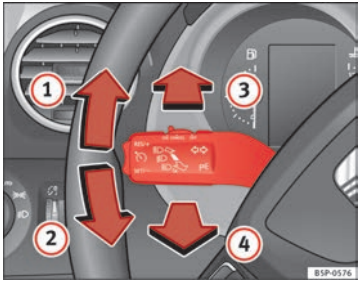

Abb. 75 Blinker- und Fernlichthebel
– Drücken Sie den Hebel bis zum Anschlag nach oben ⇒Abb. 75 (1), um **rechts** zu blinken bzw. nach unten (2), um **links** zu blinken.
– Drücken Sie den Hebel bei eingeschaltetem Abblendlicht nach vorne ⇒Abb. 75 (3), um das Fernlicht einzuschalten.
– Drücken Sie den Hebel zum Lenkrad, ⇒Abb. 75 (4) um das Fernlicht auszuschalten.